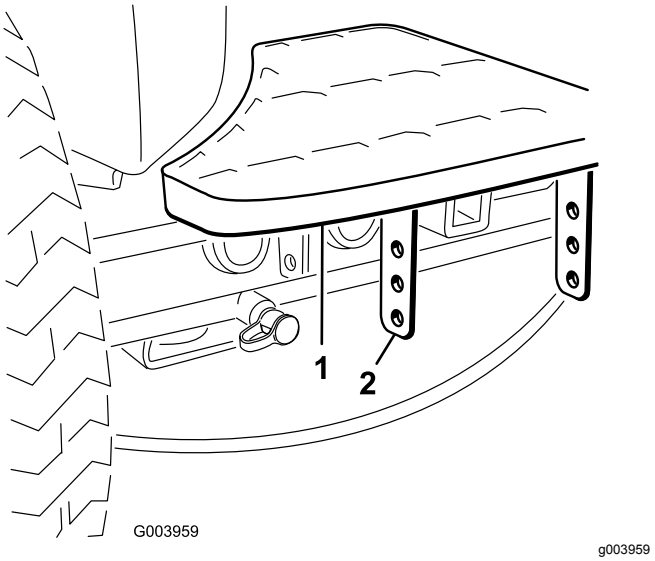

**Figur 2**
1. Ta bort de två bultar och muttrar som håller fast fotstegets fästen på traktorenhetens ram (Figur 2).